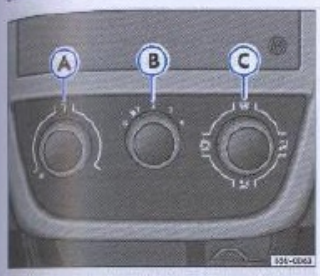

Fig. 92 Mandos de la calefacción y ventilación - versión con calefacción
– Gire el botón ⇒ fig. 92 (A) para ajustar la temperatura[37], el botón (B) para ajustar la velocidad de ventilación y el botón (C) para seleccionar la distribución del aire ⇒ ⚠.
Con el mando ⇒ fig. 92 (A), es posible regular la temperatura en el compartimiento de pasajeros de acuerdo con sus necesidades. Se debe tener en cuenta que la temperatura generada en el compartimiento de pasajeros nunca será inferior a la temperatura exterior del vehículo. La mayor potencia de calentamiento posible y el rápido desempañado de los cristales solo se alcanzan después que el motor alcanzar la temperatura normal de funcionamiento.
Con el mando ⇒ fig. 92 (B), la velocidad de salida del aire puede ser regulada progresivamente en 4 posiciones. Si la velocidad de desplazamiento del vehículo sea baja, se debe seleccionar también una velocidad baja del ventilador.
Con el mando ⇒ fig. 92 (C), el aire puede ser regulado para la dirección deseada.